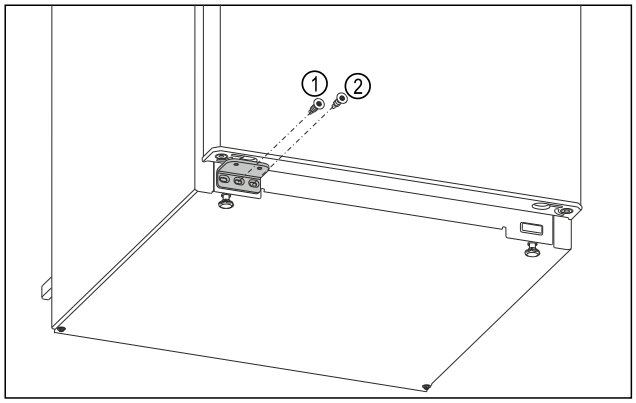

Fig. 15
▶ Skru fast den midtre skruen til lagerbukken *Fig. 15 (1)* med skrutrekkeren Torx 20.
▶ Skru fast den innvendige skruen til lagerbukken *Fig. 15 (2)* med skrutrekkeren Torx 20.